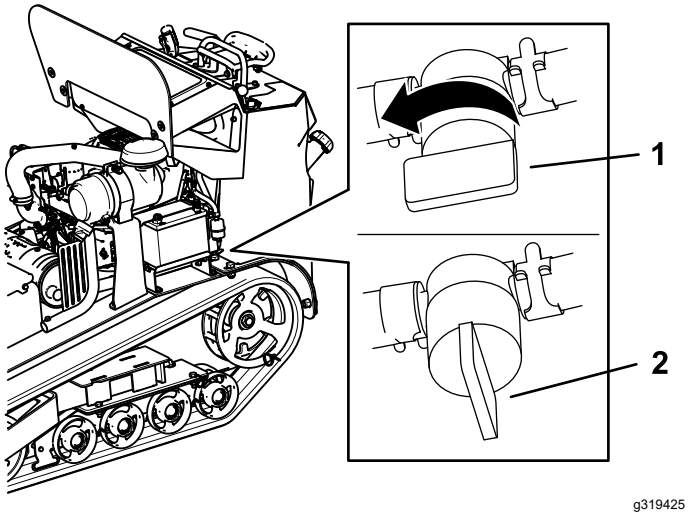

Figuur 39
3. Draai de brandstofafsluitklep dicht (Figuur 39).